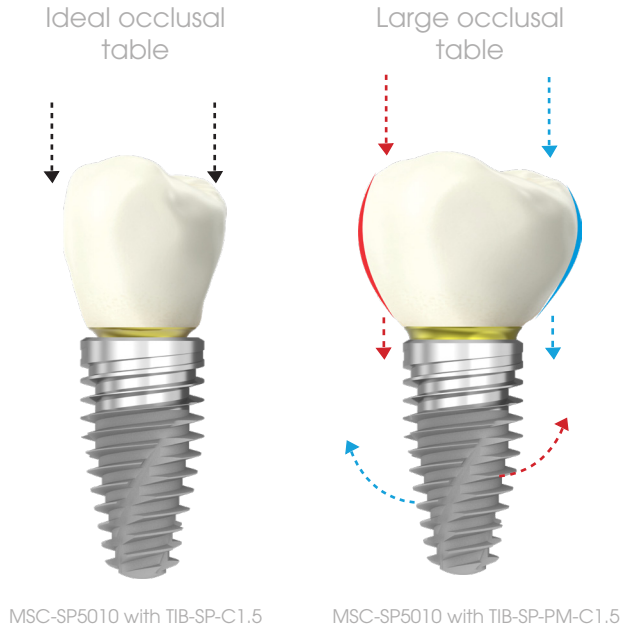

Fig. 1: with large occlusal tables, maximize the platform dimension with platform matched components.
- the occlusal table of the crown will be significantly larger than that of the implant and abutment (Fig. 1).